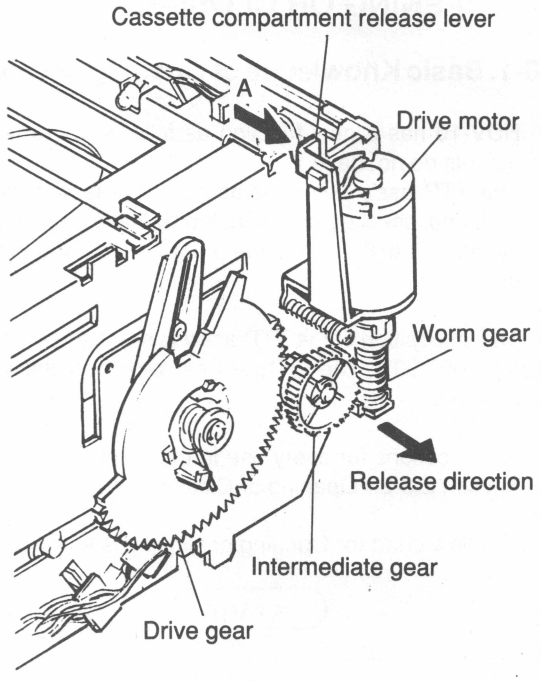

Fig.2-7-2 Cassette Compartment Drive Mechanism
B. The cassette compartment drive mechanism is shown in Fig.2-7-2.
C. The drive motor is installed based on a floating system. The engagement of a worm gear and intermediate gear is released when the release lever shown in Fig.2-7-2 is pulled in the direction of arrow A.